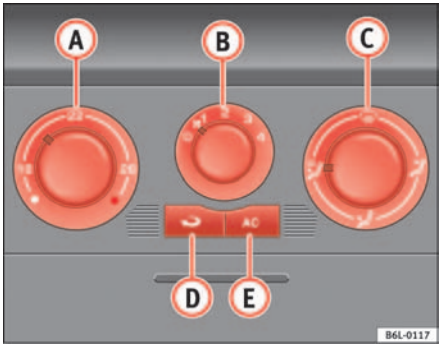

Fig. 89 On the instrument panel: air conditioner controls
– Using the controls ⇒ fig. 89 (A) and (C) and with the switch (B) you can set the temperature, air distribution and the blower speed.
– To switch a function on or off, press the appropriate button (D) or (E). When the function is activated, a warning light on the button comes on.
– Close outlets (3).
– Open and turn outlets (4) towards side windows.